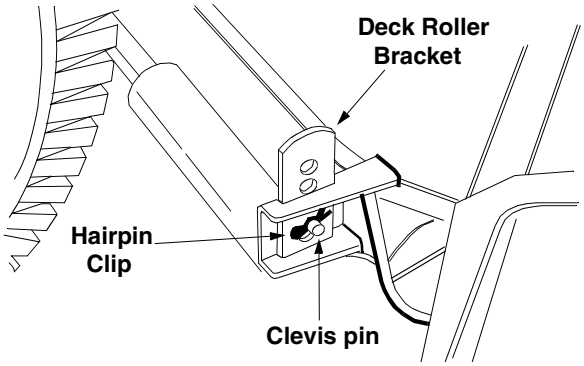

Figure 10
- Remove the clevis pins and hairpin clips from the deck roller brackets on the left and right sides of the cutting deck. See Figure 10.
- Position the deck roller brackets up or down through the slots on the rear of the deck until desired position is reached, then re-attach with the clevis pins and hairpin clips just removed. See Figure 10.